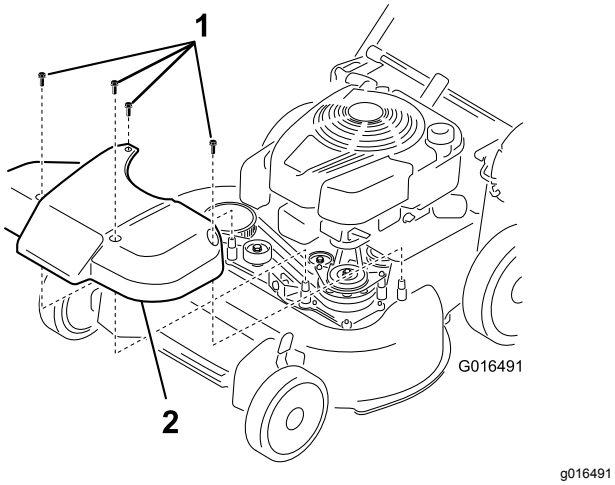

Rysunek 39
1. Zdejmij pokrywę systemu napędu ostrzy (Rysunek 39).